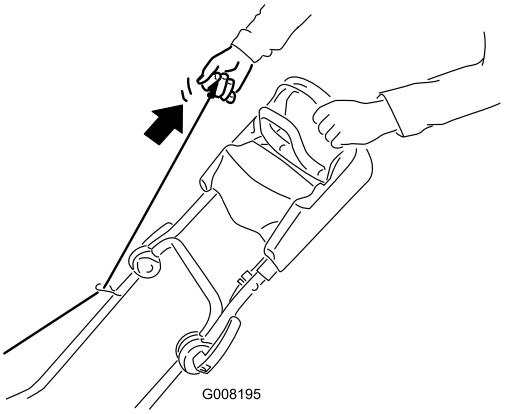
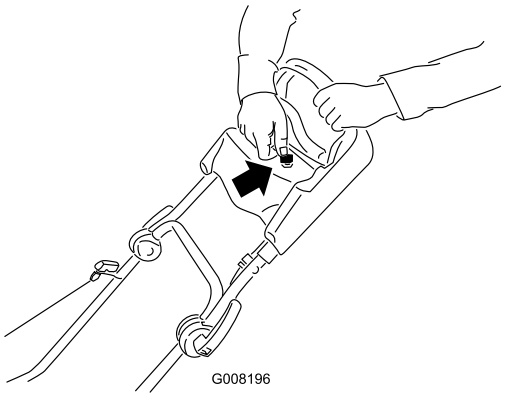

Figuur 15
Figuur 16
2. Trek het startkoord uit (Figuur 15) of draai het sleuteltje zoals wordt getoond in Figuur 16 (uitsluitend model 21027).